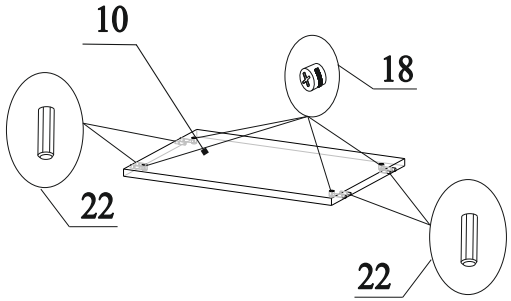

Рис.9
19. В торцы деталей 10 вставить шканты 22 (рис.9);
20. В отверстия на деталях 10 вставить эксцентрики 18 стрелками к торцевым отверстиям (рис.9);